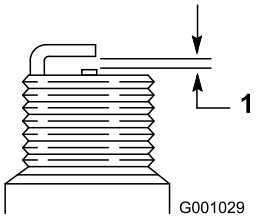

Figura 51
4. Regolate la luce tra gli elettrodi della candela a 0,76 mm (Figura 51).